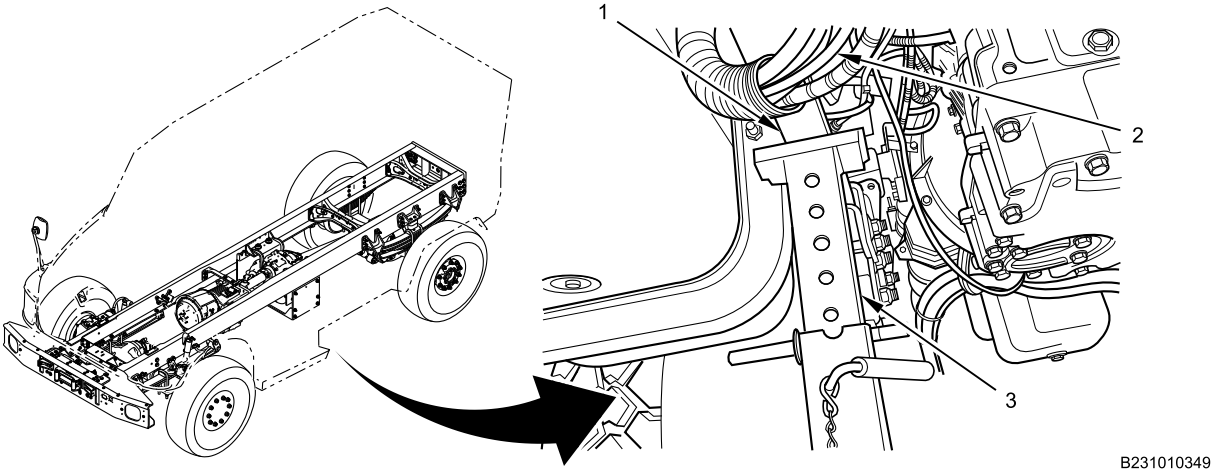

Figure 3. Highboy Jackstand Left Side.
4. Position highboy jackstand (Figure 3, Item 3) under left side frame rail (Figure 3, Item 1), behind front axle springs, with wire harnesses (Figure 3, Item 2) positioned aside.